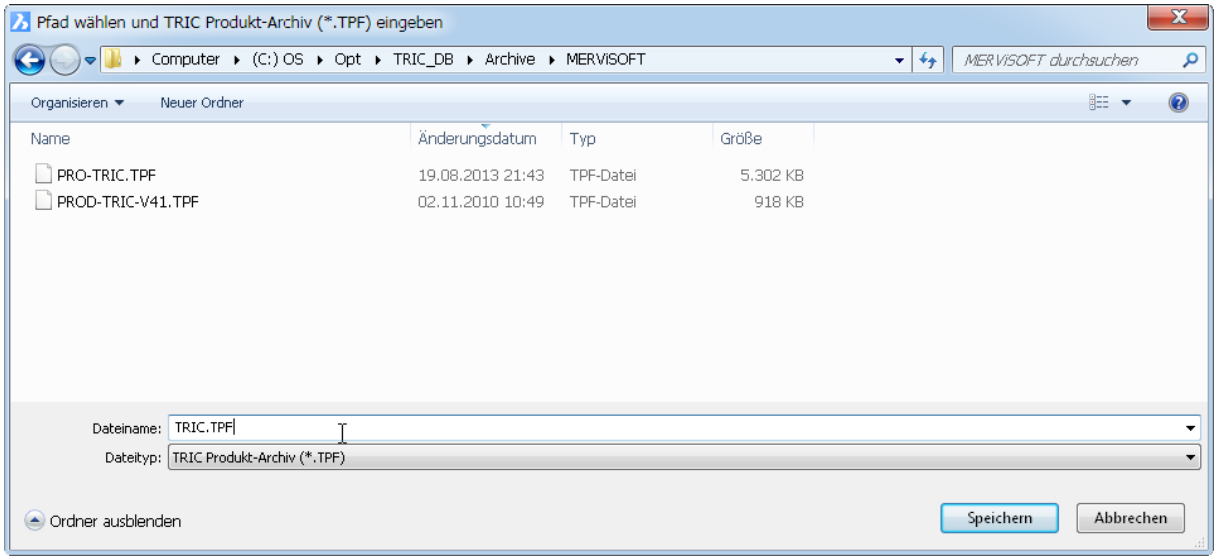

Bild 36.33 – Der Speicherdialog für Produktarchive
- Der Speicherdialog erscheint mit dem Archiv-Verzeichnis. Auch hier können Sie über *Neuer Ordner* ein eigenes Verzeichnis für das Archiv erstellen (Abb. 36.33).